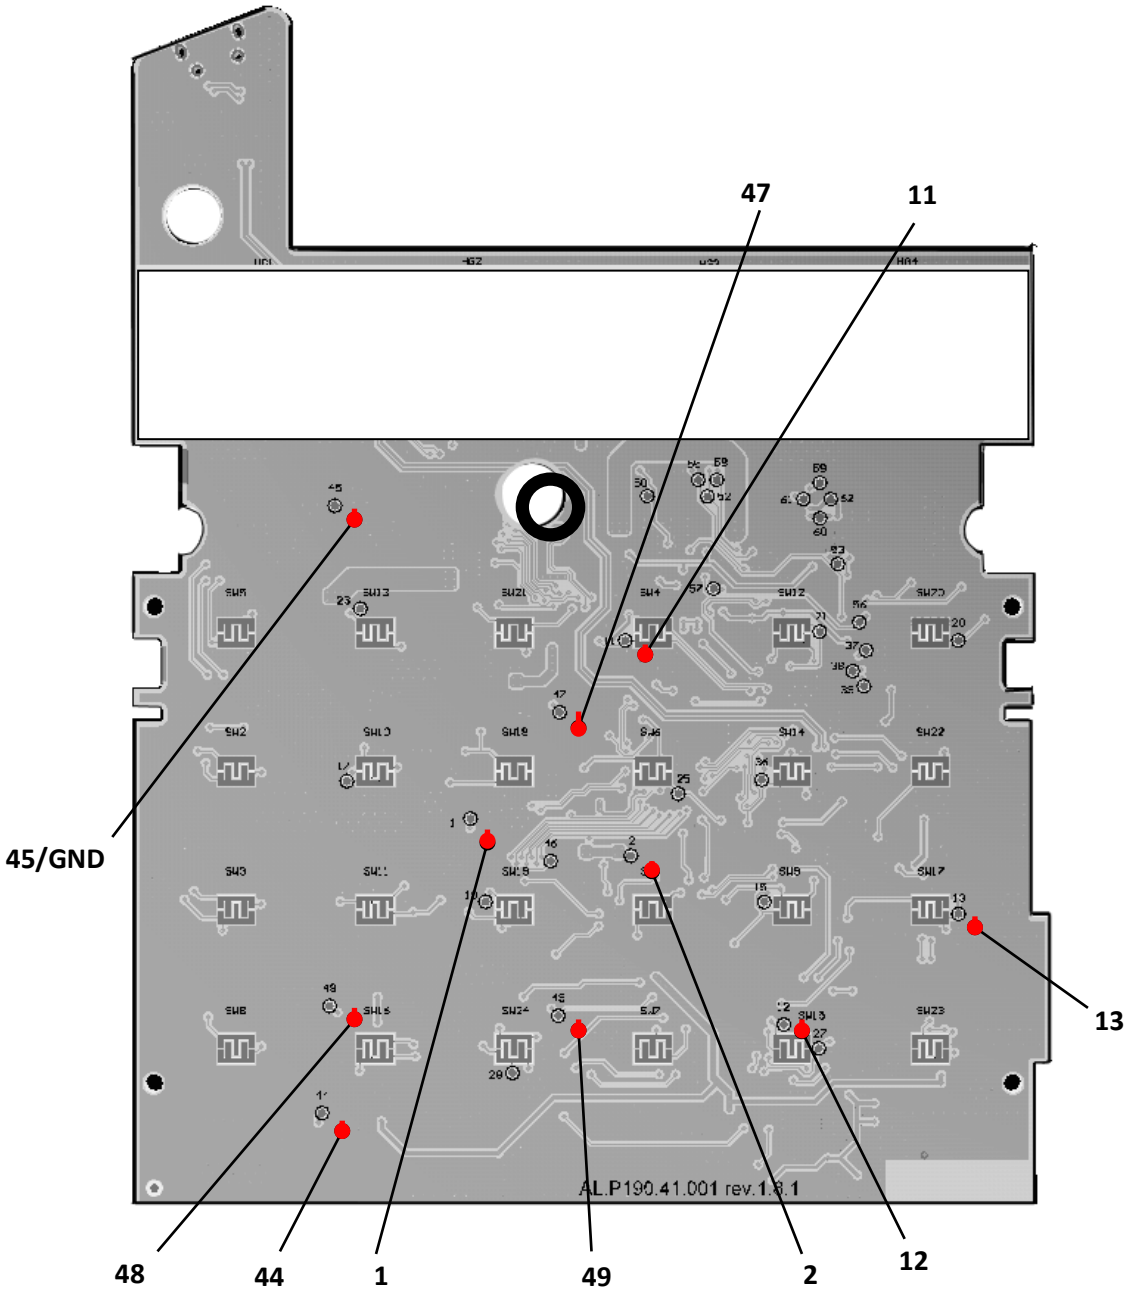

Рисунок 34. Обозначение контрольных точек блока управления AL.P190.41.000 rev. 1.8.1 / rev. 1.9
2. Проверить при помощи мультиметра напряжение между контрольными точками **GND** и **44** (смотрите рисунок 34). Напряжение должно составлять **9,0 В ± 0,5 В**.
3. Проверить при помощи мультиметра напряжение между контрольными точками **GND** (**45**) и **44** (рисунок 34). Напряжение должно составлять **9,0 В ± 0,5 В**.